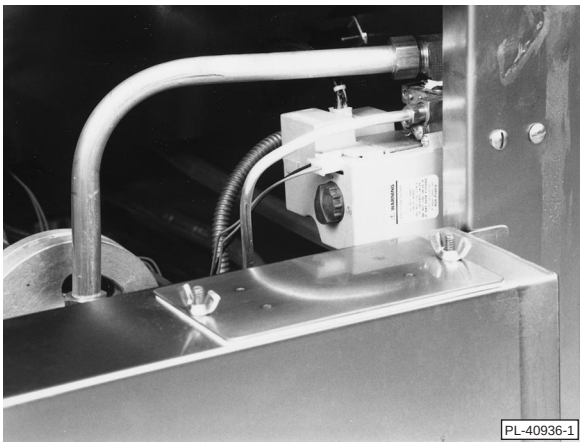

Fig. 5
1. Turn gas combination control valve (Fig. 5) (located at the rear of the fryer) clockwise to the OFF position.